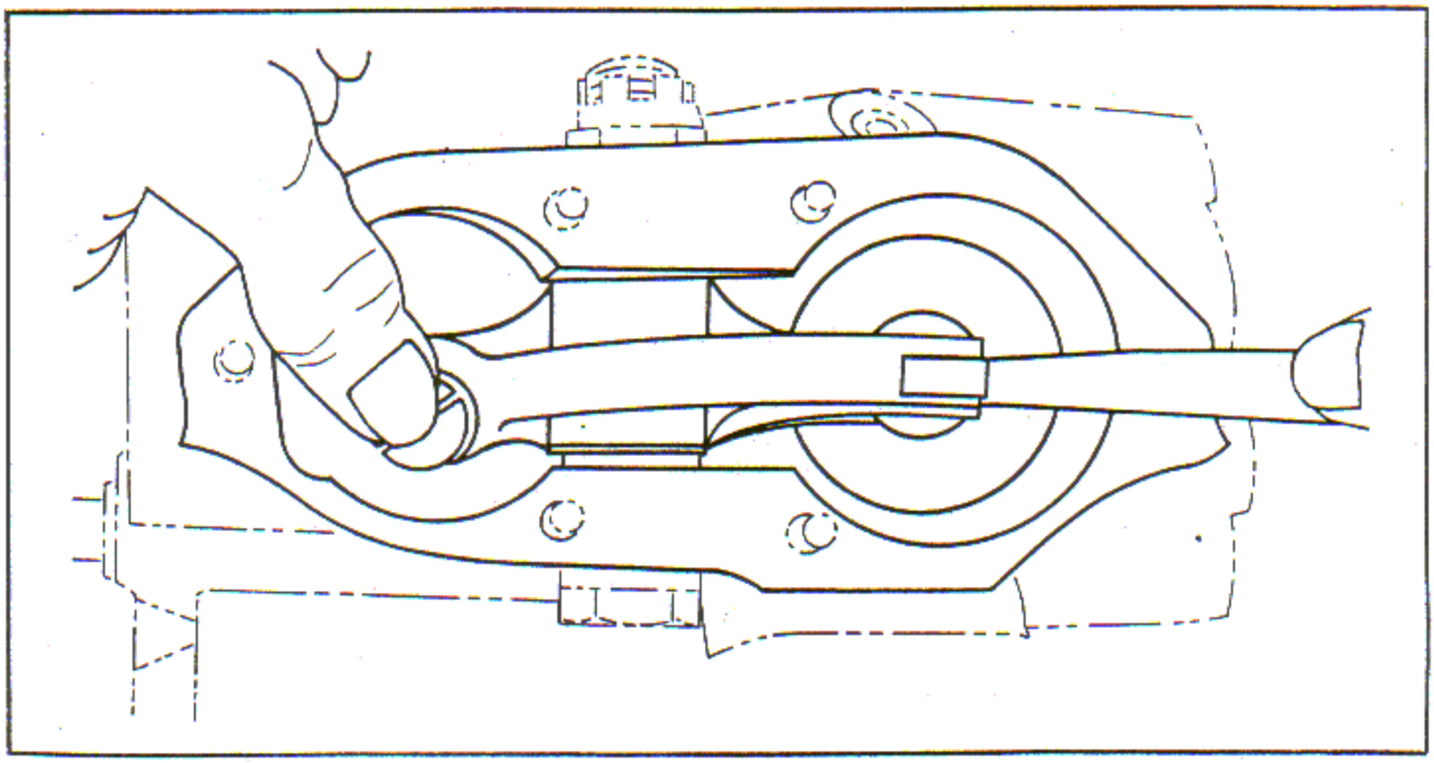

Figure 8-18. Adjusting Valve Clearance
f. After locating top dead center, press hard against the adjusting screw until the tappet spring is fully compressed. Place a 0.003 inch feeler gage between the rocker arm roller and valve stem tip. See figure 8-18. Maintain sufficient pressure on the adjusting screw with a suitable broad blade screwdriver to take up all clearance in the push rod and valve tappet assembly. Tighten the adjusting screw until the feeler gage binds. Back off the adjusting screw just enough to permit removal of the feeler gage. Tighten the adjusting screw lock screw sufficiently so the adjusting screw will not turn when the propeller shaft is rotated.